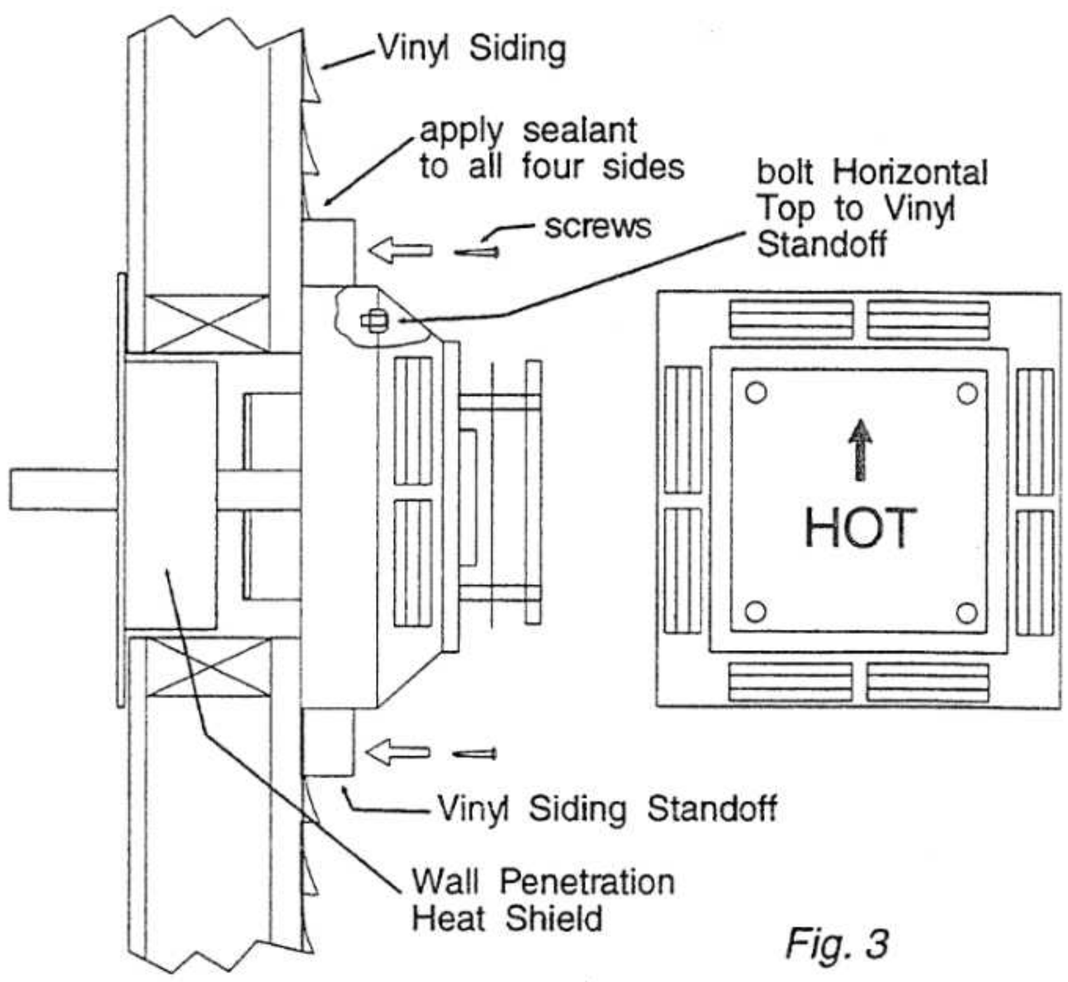

Fig. 3
4) Attach the Vinyl Siding Standoff to the Horizontal Vent Termination, but first run a bead of non-hardening mastic around its outside edges, so as to make a seal between vent cap and the standoff. Install the Vinyl Siding Standoff (Part # 946-548, Dura-Vent # 950) between the vent cap and the exterior wall and attach with the four wood screws provided. Seal around the Vinyl Siding Standoff on all four sides. Fig. 3. **The arrow on the vent cap should be pointing up.** Insure that the 1-1/4 inch clearances to combustible materials maintained. Fig. 3.